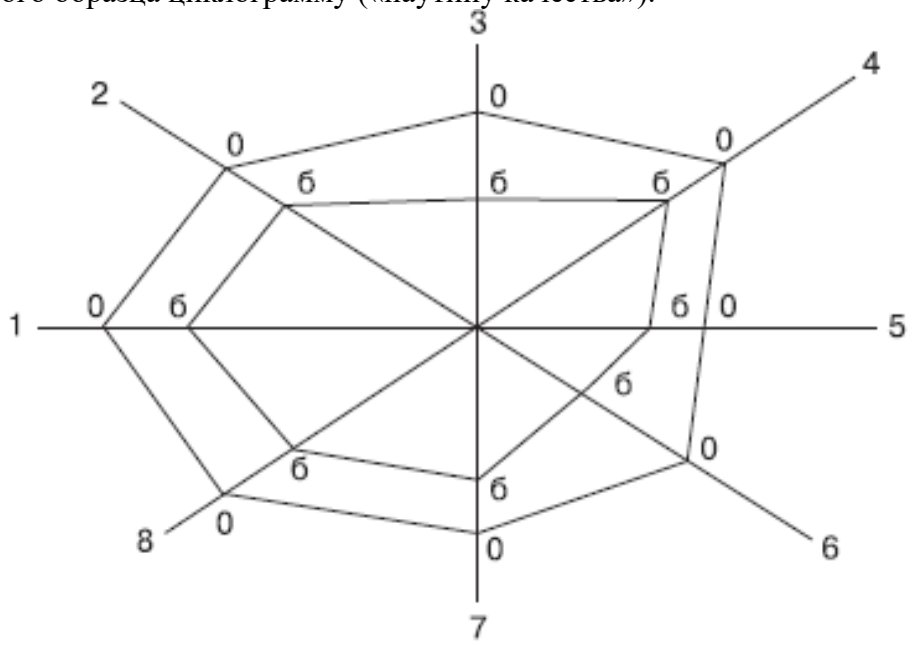

Рис. 2.2 - Пример построения циклограммы
1) Выбираются основные показатели качества изделия, которые представляются в виде лучей (1–8) (пример построения циклограммы представлен на рис. 2.2.)